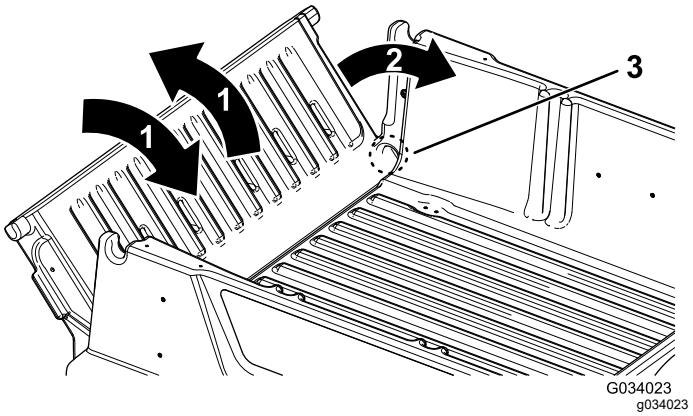

Figura 18
2. Gire el portón trasero a un ángulo de 45° aproximadamente (Figura 18).
3. Mueva el portón trasero varias veces hacia adelante y hacia atrás, con breves sacudidas (Figura 18).